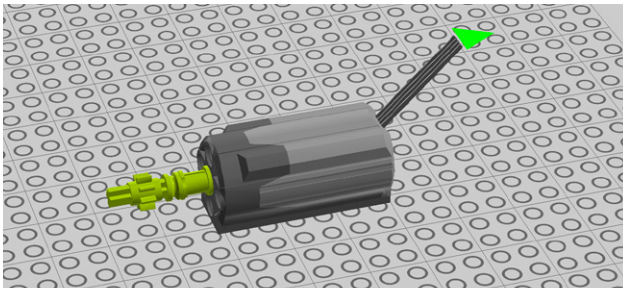

Figure 7-91. *Step 84: Preparing the power functions motor*
84. Grab a Power Functions motor, add a cross axle, then throw on a bush and an 8-tooth gear. Figure 7-91 shows how it looks now.